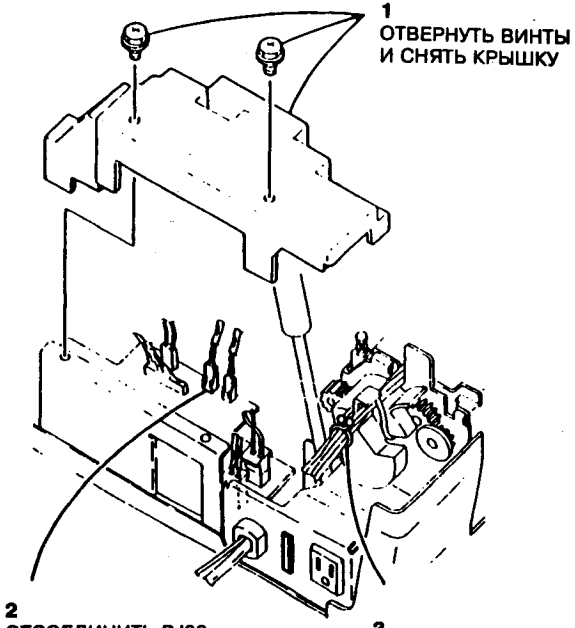

Рис.1 Отключение разъема PJ86
4. Снять крышку PWB управления переменного тока, затем отключить разъем PJ86 (рис.1).